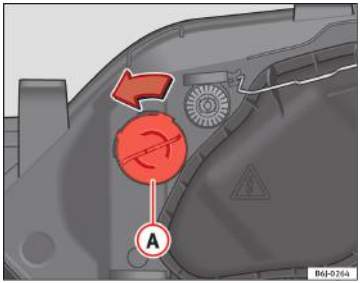

Fig. 157 Lămpi de semnalizare a schimbării direcției
– Rotiți soclul lămpii ⇒ fig. 157 Ⓐ în sens antiorar şi trageți-l în afară.